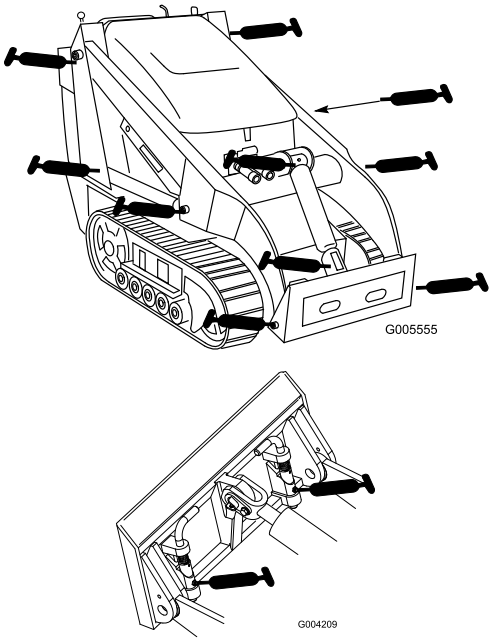

Figuur 32
3. Sluit een smeerpistool aan op elke smeernippel (Figuur 32.